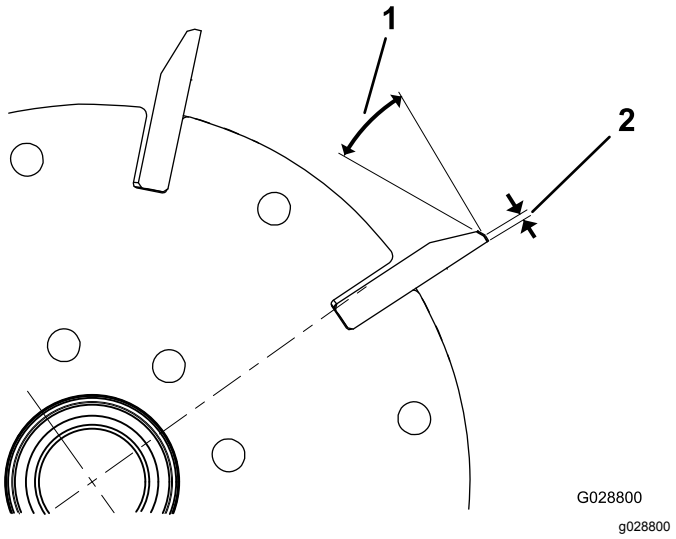

Figur 25
1. Foreta en 30° baksliping på alle spoleknivene til kuttebredden er 1,3 mm bred (Figur 25).